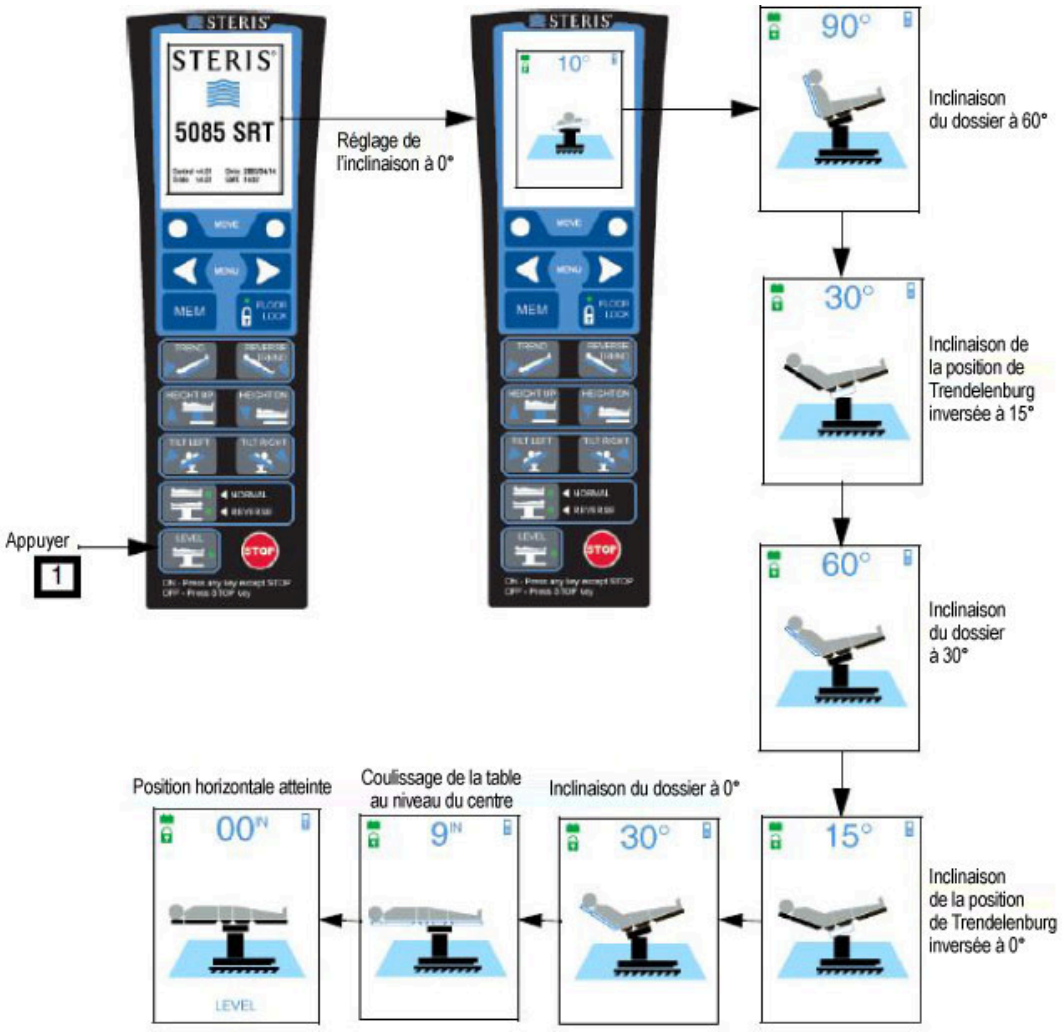

Figure 5-7. Fonction de mise à l'horizontale de la table (configuration type)
6. **Appuyer sur le bouton LEVEL (Mise à l'horizontale) de la commande manuelle principale pour orienter la table de chirurgie vers la position horizontale comme indiqué dans la *Figure 5-7*.**